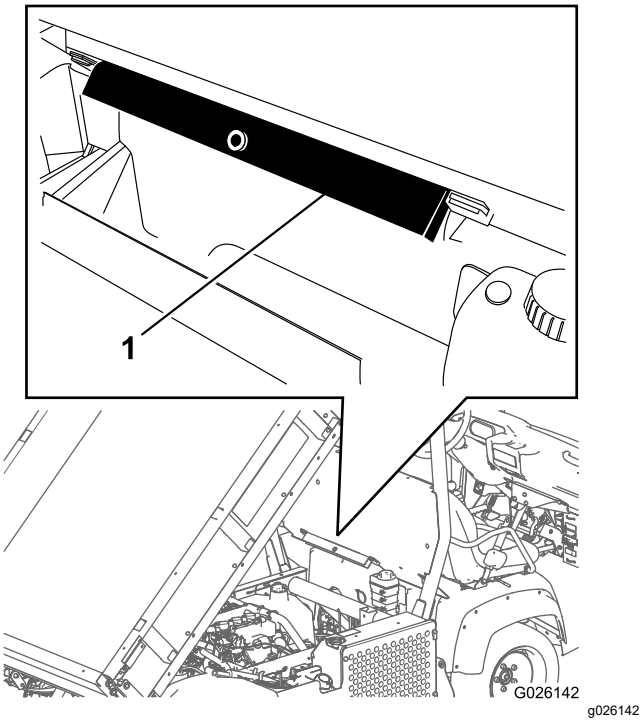

Figur 21
2. Ta loss flakstödet från förvaringsfästena baktill på vältskyddspanelen (Figur 21).